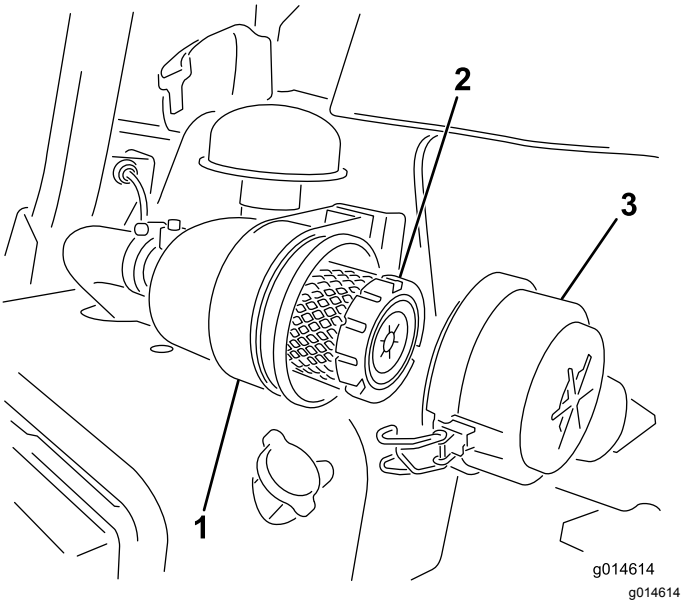

Figuur 23
1. Maak de sluitingen los waarmee het deksel van het luchtfilter is bevestigd aan het luchtfilterhuis (Figuur 23).
7. Maak de sluitingen vast (Figuur 23).